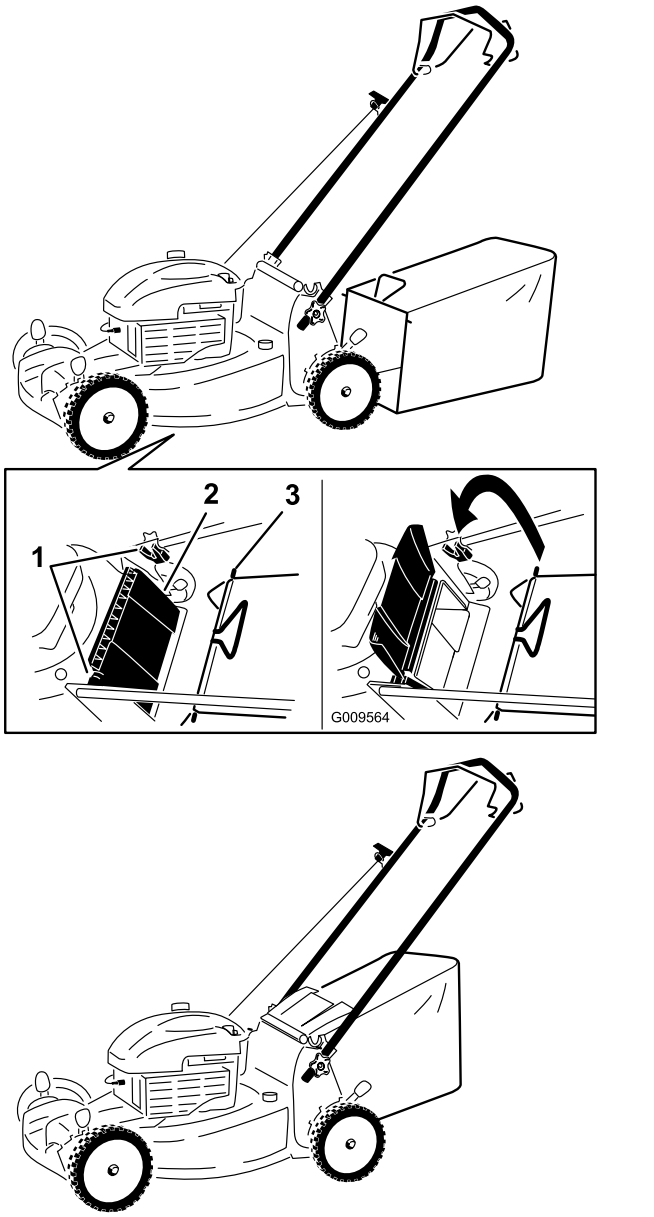

Figur 14
1. Höj och håll upp den bakre gräsriktaren (Figur 14).
2. Montera gräsuppsamlaren och kontrollera att piggarna på uppsamlaren vilar i skårorna på handtaget (Figur 14).